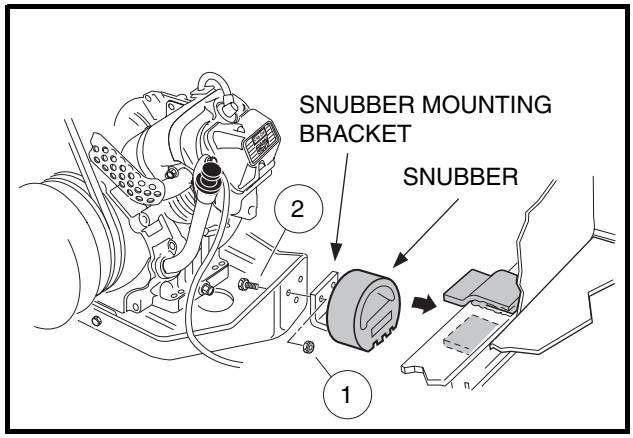

Figure 8-5 Snubber Brackets
2. Remove the two bolts (2) and two lock nuts (1) securing the snubber bracket to the engine mounting plate **(Figure 8-5, Page 8-6)**.
2. Tighten snubber bracket mounting nuts (1) to 13 ft-lb (17.6 N·m) **(Figure 8-5, Page 8-6)**.